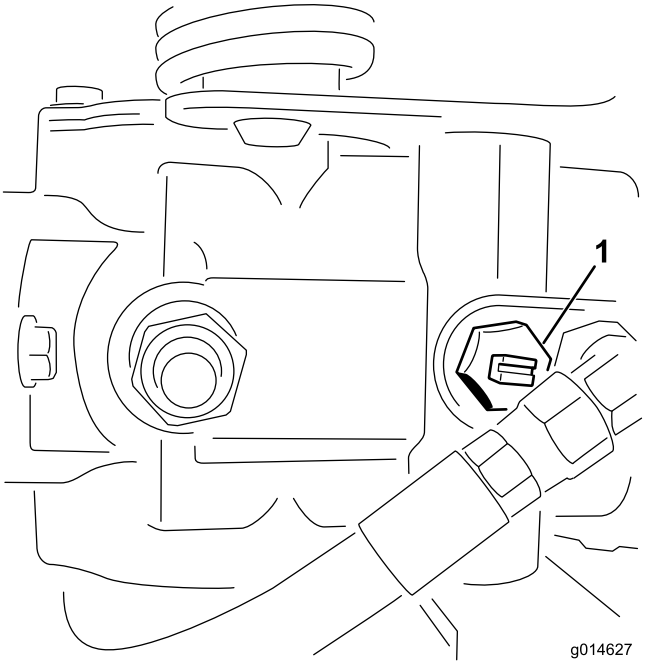

Figuur 42
1. Ga naar de omloopklep op de pomp en draai deze zodat de sleuf verticaal staat (Figuur 42).
2. Voordat u de motor start, moet u de omloopklep sluiten door deze zo te draaien dat de sleuf horizontaal staat (Figuur 42). U mag de motor niet starten als de klep open is.